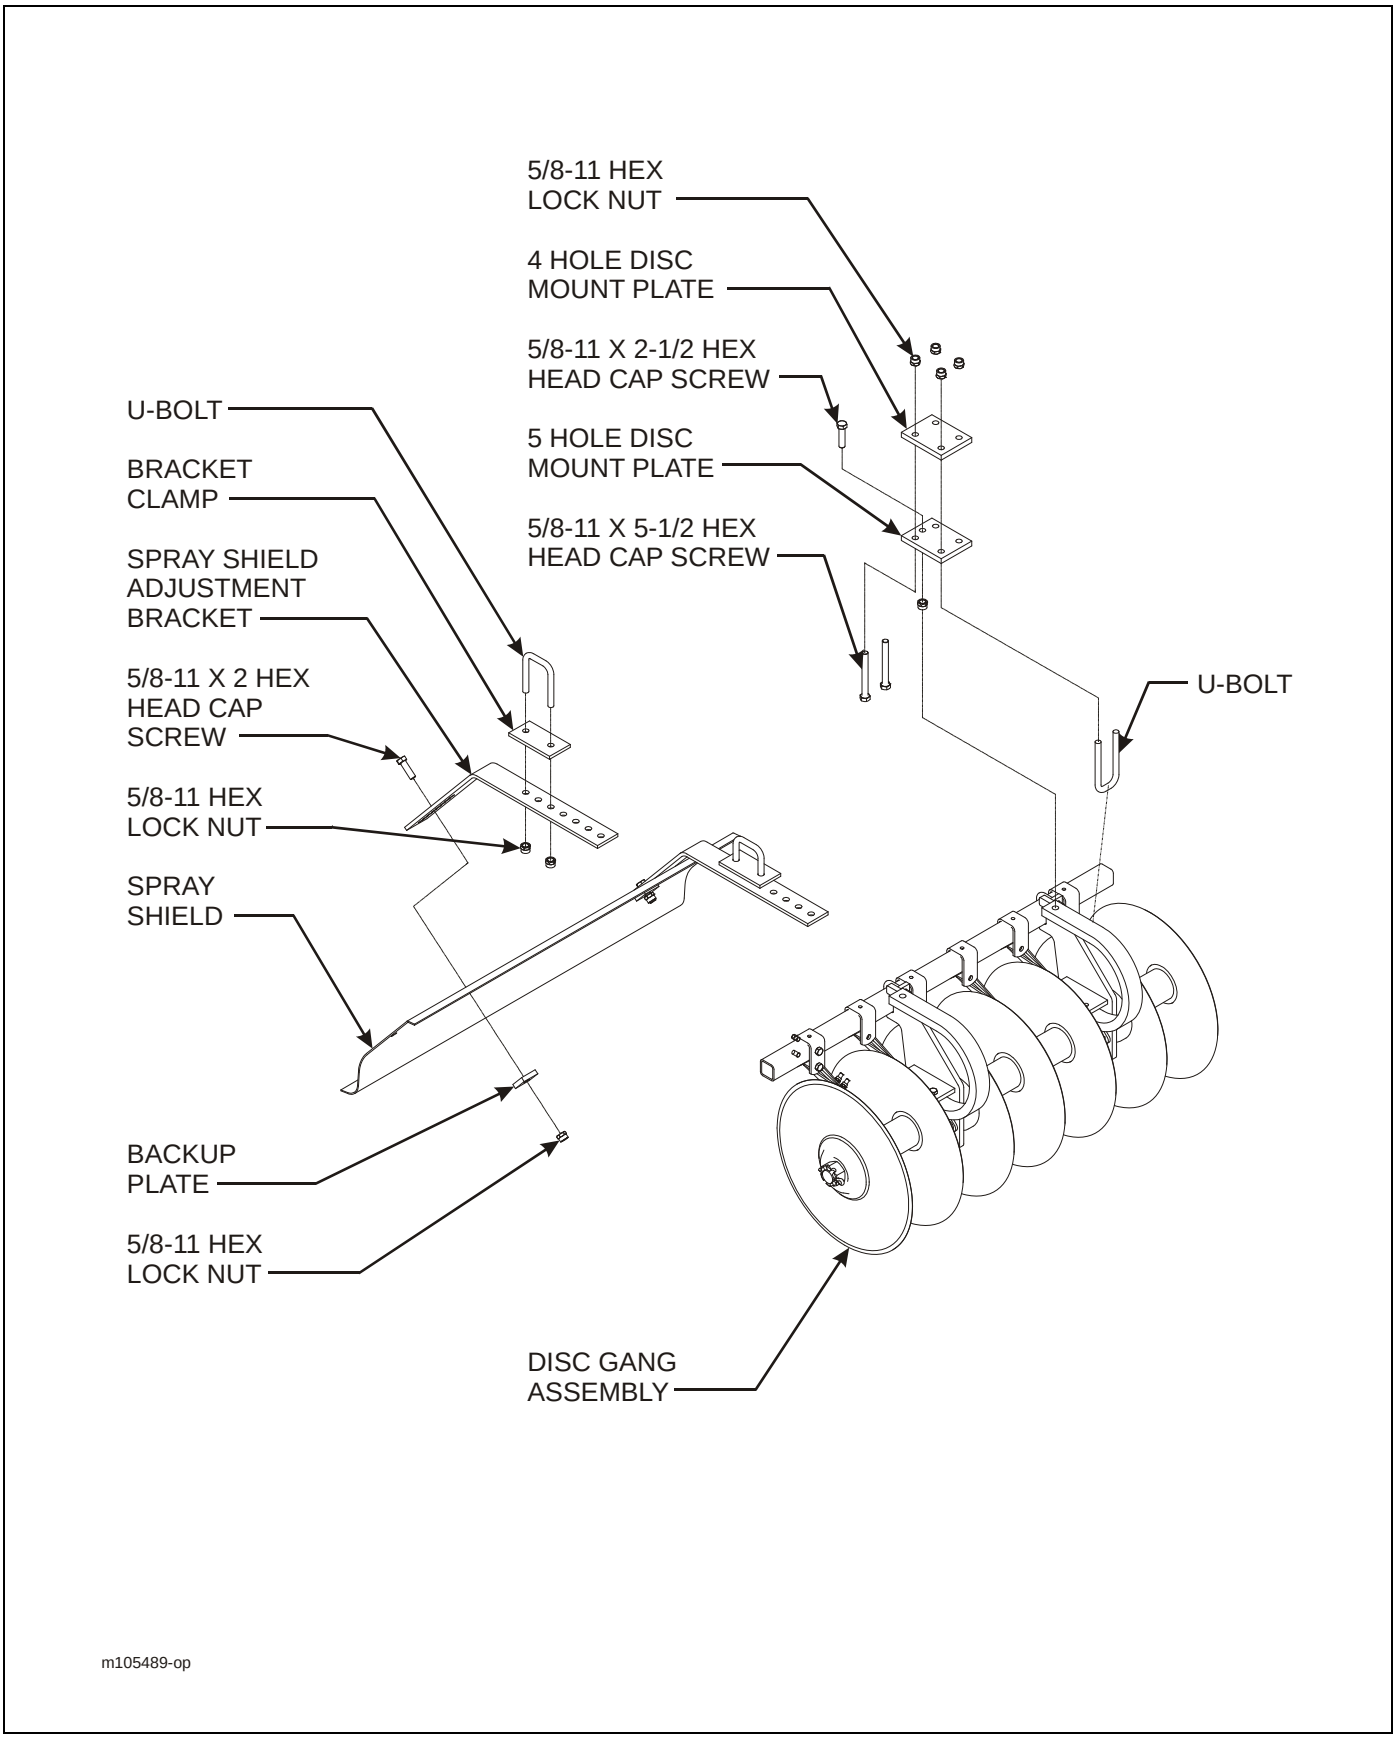

**Figure 3-11: Disc Gang and Spray Shield Installation - 18’, 21’, 25’-6” Models**
2. Install disc gangs on main frames using 4 and 5 hole disc mount plates, u-bolts, 5/8-11 x 5-1/2 hex head cap screws, and hex lock nuts **(See Figure 3-11.)**
6. Attach spray shield to adjustment bracket, as shown in **Figure 3-11,** using 5/8-11 x 2 hex head cap screw, backup plate, and hex lock nuts. Shields attached in position shown in Figure should be set to allow the machine to operate from 3-5 inches deep. Tighten all spray shield screws and u-bolts.